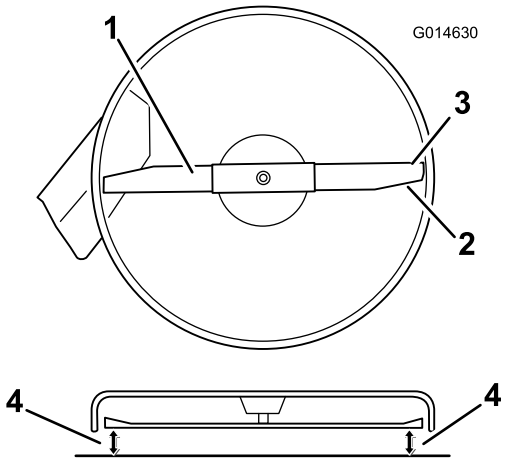
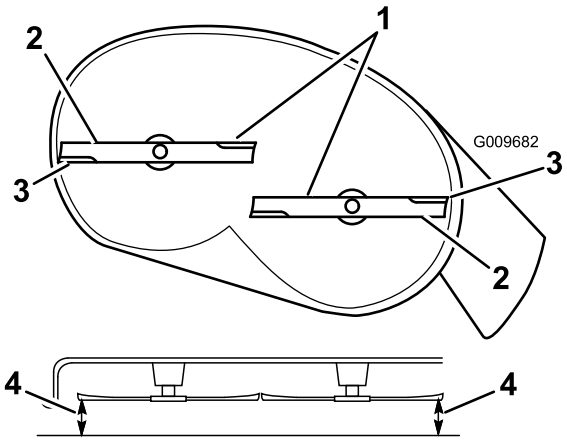

Figur 56
Figur 57
4. Drej forsigtigt skærekniven(e), så de alle er tværgående (Figur 56 og Figur 57).
5. Mål mellem de udvendige skærekanter og den plane overflade (Figur 56 og Figur 57).